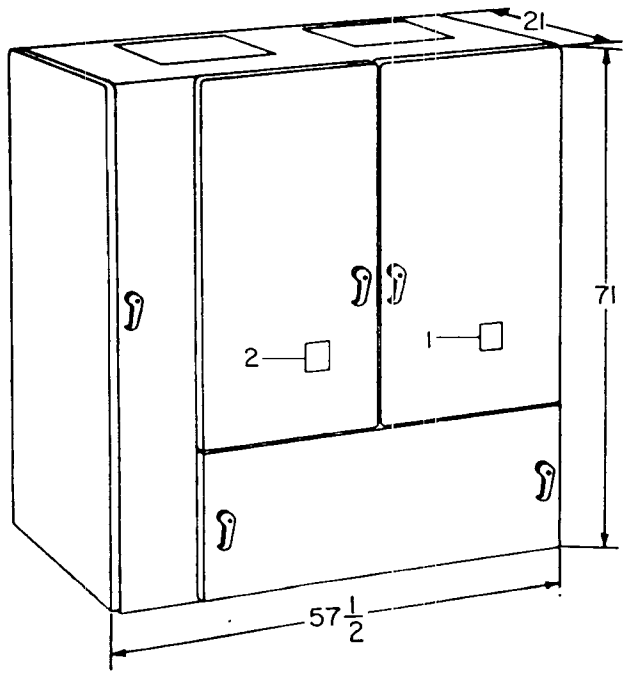

*Figure 36. Radar range and receiver cabinet assembly.*
*e. Radar Range and Receiver Cabinet Assembly.* This assembly is mounted against the roadside wall of the trailer, between the missile and target console assemblies. In general, the functions performed in this assembly are range determination, range and angle error detection, if. amplification, automatic frequency and gain control, and range calibration. The assembly also contains units which provide information for automatic missile acquisition by the missile-tracking radar. On a functional basis, the radar range and receiver cabinet assembly can be divided in the center. The components on the right side pertain to the target-tracking radar system and those on the left to the missile-tracking radar system. Figure 36 and table XXXI show the controls and indicators on the radar range and receiver cabinet assembly.